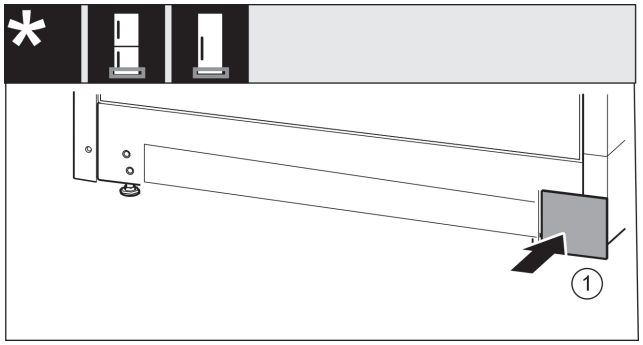

Fig. 26
▶ Τοποθετήστε ξανά το κάλυμμα στην άλλη πλευρά. *Fig. 26 (1)*